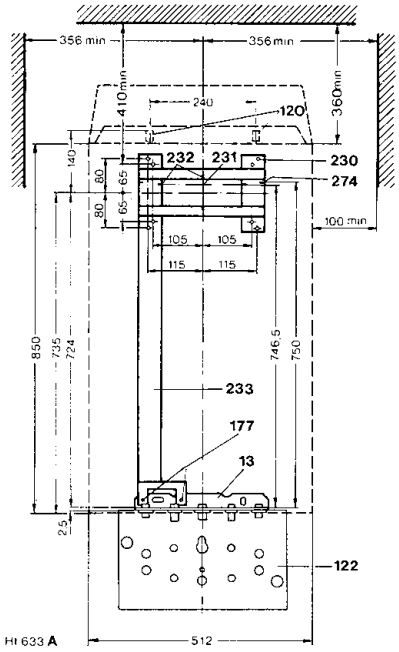

Bild 13
Zur ordnungsgemäßen Vorinstallation aller Rohrleitungen und dem Installationszubehör bei verputzter oder gefliester Wand. Mit der Montageschablone (122) Bild 13, Bestellnummer 8 719 918 020, werden bei Unterputzausführung die Rohranschlüsse (Endstutzenmontage) erstellt. Bei Flüssiggasgeräten Bohrung G 12 mm verwenden. Montageschablone vor Installation des Zubehörs und der Anschlußplatte entfernen. Die Dichtringe hängen unten am Gerät. Die Befestigungsschrauben (6 x 50 mm) mit Zubehör liegen in der Verpackung der Anschlußplatte.
Um Abgaskasten (240) und Montage-Anschlußplatte (13) fachgerecht installieren zu können, ist eine Installationslehre (233) erhältlich, Best.-Nr. 8 719 918 686 (Bild 13). Auch ohne Installationslehre ist die Installation möglich; es empfiehlt sich, zuerst die Wand für das Doppelrohr zu durchbohren; dazu Bild 13 beachten.